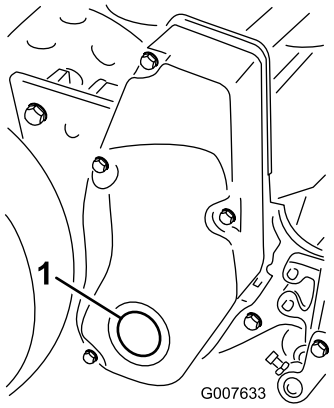

Figuur 56
1. Verwijder de plug in de rechterkap van de messenkooi-aandrijving (Figuur 56)